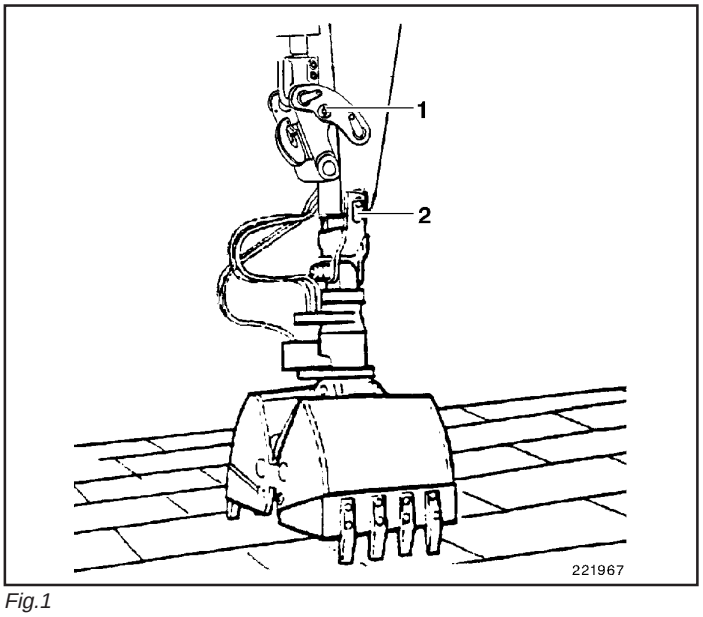

Fig.1
- Encaixe a haste no mancal do equipamento com garras, empurre o pino do mancal e fixe-o (2, Fig. 1).